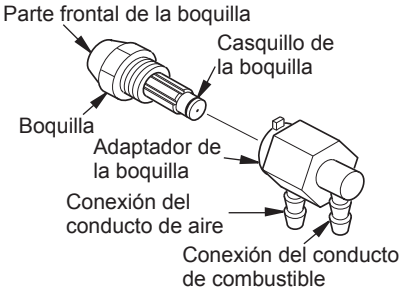

Figura 26 - Boquilla y adaptador de la boquilla (modelos 100/150)
5. Retire con cuidado la boquilla del adaptador con una llave de cubo de 5/8" (consulte la figura 26 en la página 19).